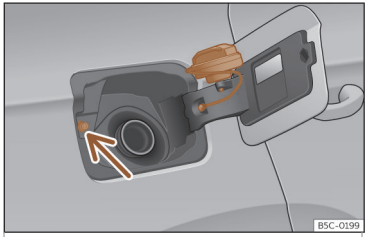

Fig. 202 Tapa del depósito con el tapón encajado.
Evite tocar el botón de bloqueo de la tapa de combustible>>> **fig. 202** (flecha). El sistema entenderá que ha acabado y no podrá seguir repostando. Vuelva a pulsar la tecla ⛽ de la puerta del conductor para continuar.
- Colóquelo en el espacio que hay en la bisagra de la tapa abierta>>> **fig. 202**.